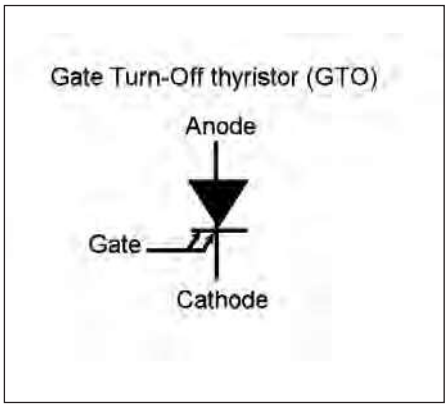

Figura 8: transistor GTO.
• GTO (**figura 8**): come il tiristore può essere chiuso con un impulso di corrente di breve durata, dato al gate; una volta che è in conduzione, il GTO può rimanervi senza ulteriore corrente di gate.